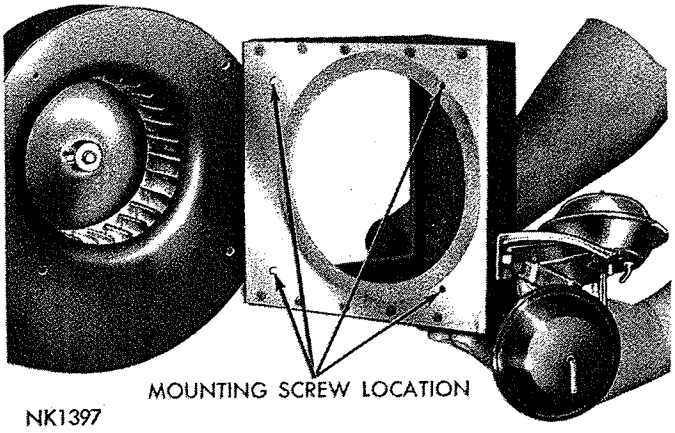
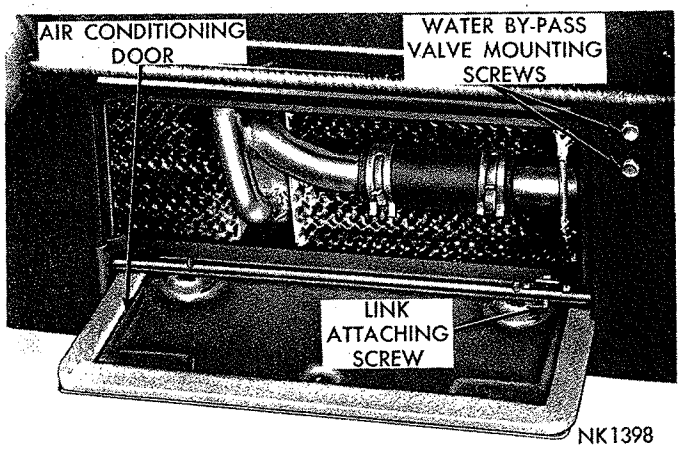

***Fig. 72—Fresh Air-Recirculating Door Housing Removal or Installation***
***Fig. 73—Water By-Pass Valve Link Attaching Screw***
(3) Remove fresh air-recirculating air inlet hose.
(4) Disconnect floor air actuator rod from linkage.
(5) Disconnect actuator vacuum hoses and remove fresh air-recirculating door housing assembly (Fig. 72).
(6) Remove defroster hoses, disconnect electrical connections from resistor block and by-pass switch.
(7) Remove the two screws attaching the water by-pass valve to heater cover and remove the operating link attaching screw (Fig. 73).
(8) Disconnect air conditioning door actuator from mounting bracket and remove the two support braces.
(9) Remove five retainer spring clips and ten screws attaching cover to the case.
(10) To remove the cover and heater core it will be necessary to pull lower edge rearward, then lift assembly ⅜ inch to unhook the cover lip from the case. Carefully lower the assembly and out to the right side.